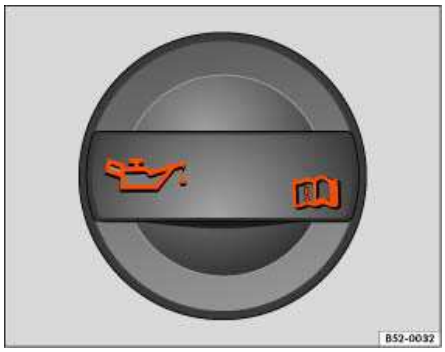

**Fig. 164** In the engine compartment: Engine oil filler cap.
4. Find the oil filler opening and the dipstick. You can identify these by the e symbol on the engine oil filler cap ⇒fig. 164 and the colored handle on the dipstick. If you are not sure where the cap and the dipstick are located, see your authorized Volkswagen dealer or authorized Volkswagen Service Facility for assistance.
9. Remove the cap on the engine oil filler opening ⇒ fig. 164.